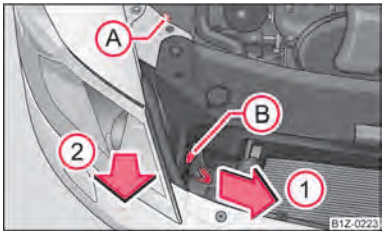

Fig. 181 Front headlight: Fitting position of the bulbs
– Unscrew the plastic nut Ⓐ ⇒ fig. 181.
– Pull the locking lever of the headlight as far as the stop in the direction of arrow ①.
– Unplug the plug connector and carefully take out the headlight in the direction of arrow ②.